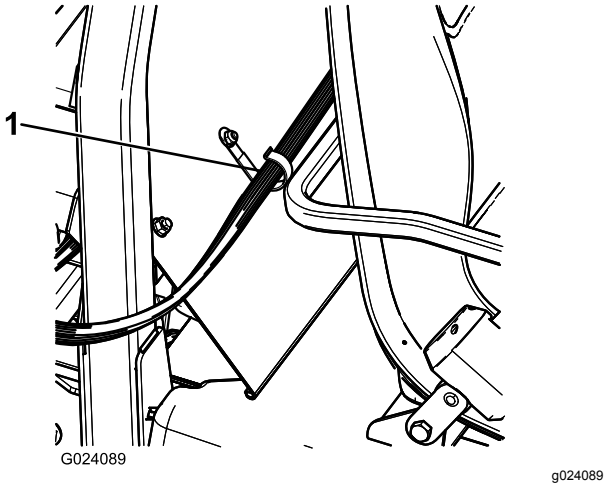

Figur 21
2. Montera en J-klämma bakom passagerarsätet med en skruv (¼ x ½ tum) och en flänsmutter (¼ tum) (Figur 21).
3. Fäst styrkonsolens kablage vid konsolen och vältskyddet med J-klämmorna (Figur 21).